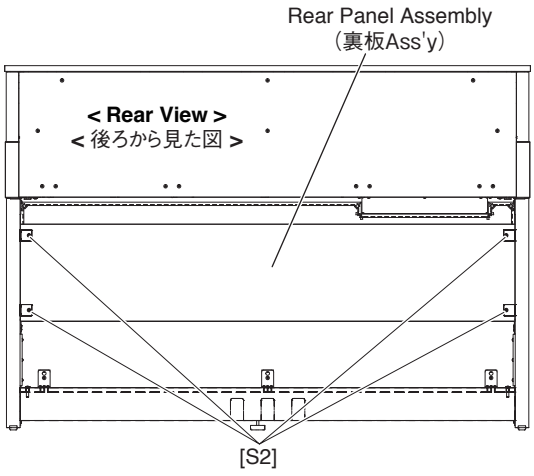

Fig.16（図 16）
15-1 Remove the four (4) screws marked [S2]. The rear panel assembly can then be removed. (Fig.16)
15-1 [S2] のネジ 4 本を外し、裏板 Ass'y を外します。(図 16)